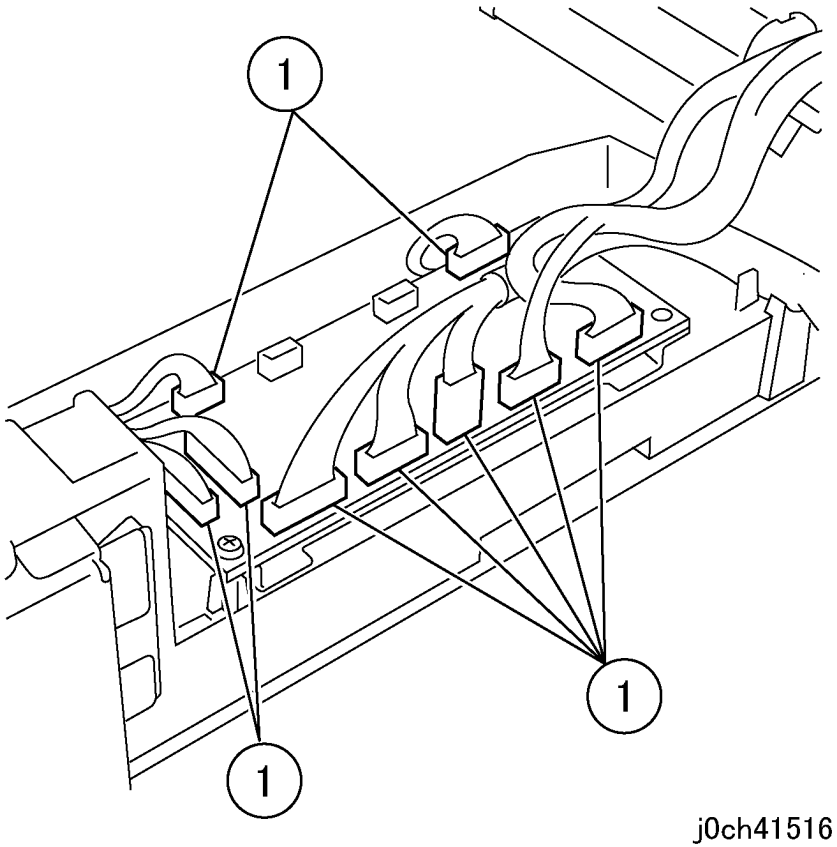

Рисунок 1 Отсоединение разъемов (j0ch41516)
2. Отсоедините разъемы PWB (рисунок 1).